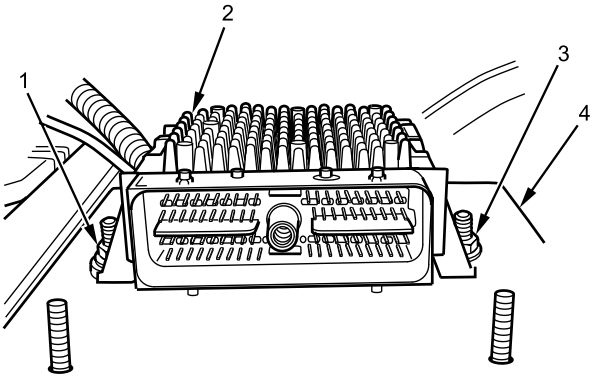

Figure 6. Transmission Control Unit.
2. Install three transmission control unit (Figure 6, Item 2) and retaining nuts (Figure 6, Item 1 and 3) on brace (Figure 6, Item 4). One transmission control unit nut not shown. Tighten nuts securely.